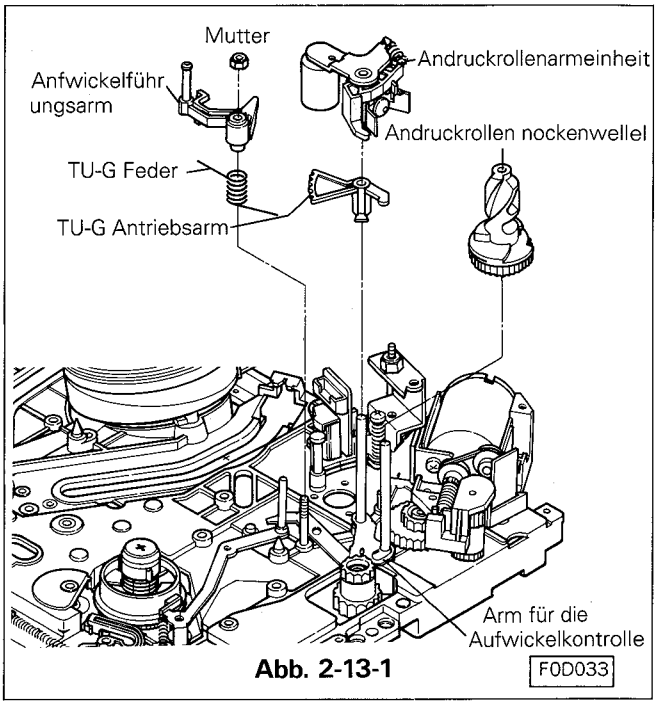

Abb. 2-13-1 F0D033
2-13-1 Ausbau (siehe Abb. 2-13-1)
2-13-2 Einbau (siehe Abb. 2-13-1)
C. Den Arm für die Aufwickelkontrolle auf Rechtsanschlag bringen. (Siehe Abb. 2-13-1)